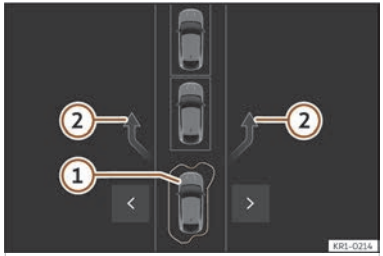

**Fig. 147** On the infotainment system display: leaving a parallel parking space.
- Switch on the corresponding indicator, press the arrow for the side of the roadway to exit the space ››› **Fig. 147** ② and release the brake. The manoeuvre will start immediately.